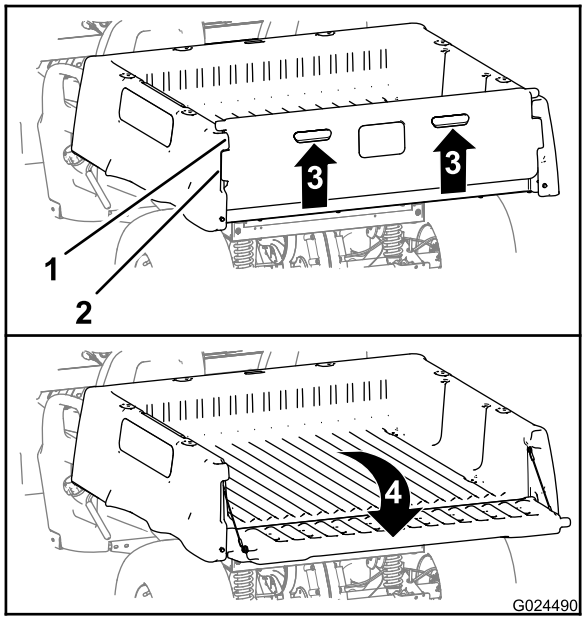

Figura 15
2. Tire hacia arriba del portón usando los tiradores del panel trasero (Figura 15).
3. Alinee las pestañas de bloqueo del portón trasero con los huecos situados entre las pestañas de la plataforma de carga (Figura 15).
4. Gire el portón trasero hacia atrás y hacia abajo (Figura 15).
6. Gire el portón hacia arriba y hacia adelante hasta que las pestañas de bloqueo del portón trasero estén enrasadas con el hueco de la plataforma de carga (Figura 15).
7. Baje el portón hasta que quede asentado en la parte trasera de la plataforma de carga (Figura 15).